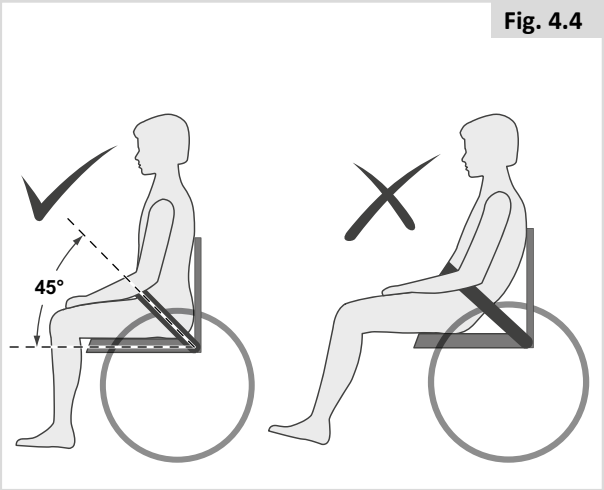

Fig. 4.4
- Over het algemeen moet de heupgordel zodanig bevestigd zijn dat de gordel in een hoek van 45° vastgemaakt kan worden (Fig. 4.4). Als de gordel op de juiste wijze bevestigd is, kan de gebruiker niet in de rolstoel naar beneden glijden.